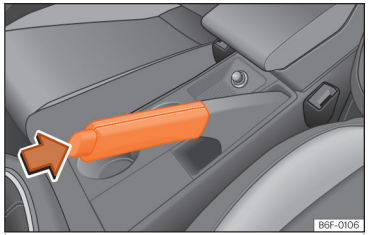

Abb. 117 Parkbremse zwischen den Vordersitzen.
- Ziehen Sie den Parkbremshebel nach oben ››› (Abb. 117).
- Ziehen Sie den Hebel etwas nach oben, drücken Sie die Entriegelungstaste in Pfeilrichtung ››› (Abb. 117) und führen Sie den Parkbremshebel ganz nach unten ››› ⚠.